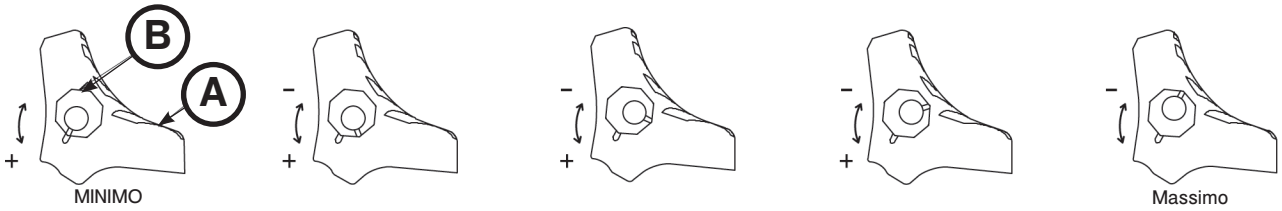

Figura 70
1. Con la chiave esagonale da 5/32" e la chiave combinata o bussola da 7/16", rimuovere la vite a esagono incassato dal centro del pedale di blocco. Il fermaruote viene inizialmente assemblato con il pedale impostato sulla forza di blocco minima. Il contrassegno situato sul pedale (A) è allineato con il contrassegno sulla boccola ottagonale (B) (Figura 70).
2. Rimuovere la boccola (B). Ruotare la boccola in senso antiorario per aumentare la forza di blocco del pedale e in senso orario per ridurla. Inserire la boccola nel pedale (Figura 70).